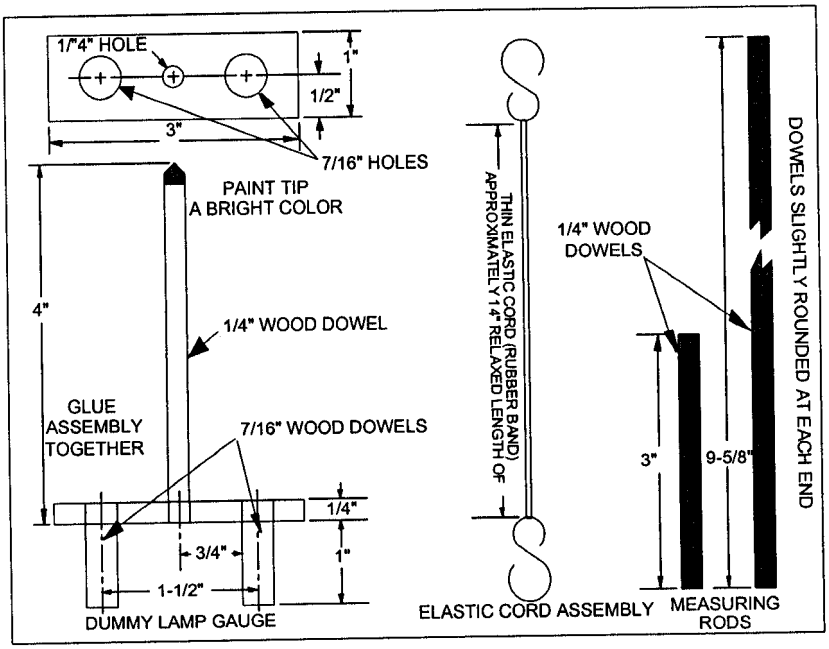

Figure 3-7
b. Install at least 4 elastic cord assemblies (Figure 3-7) on the clips securing the large glass mirror in the lantern. Use opposite located clips for each cord assembly. The cords should cross at one point (snap to prevent binding). Remove both spherical reflectors from the lampchanger. Rotate the lampchanger turret to obtain access to the rear reflector by raising the trip lever (if in primary position), or rotating to the primary position (if tripped).